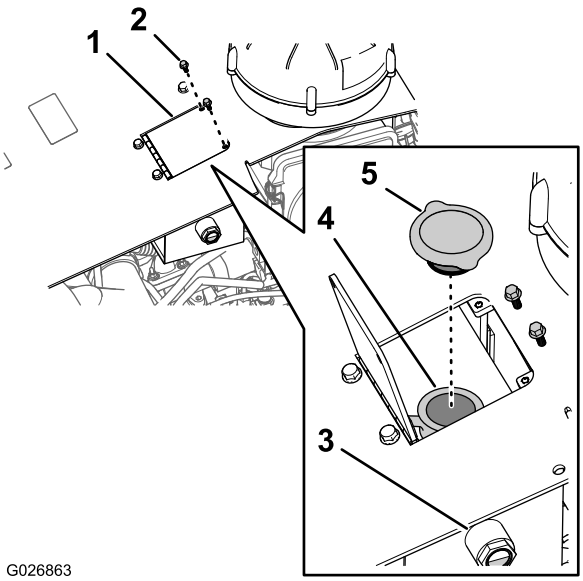
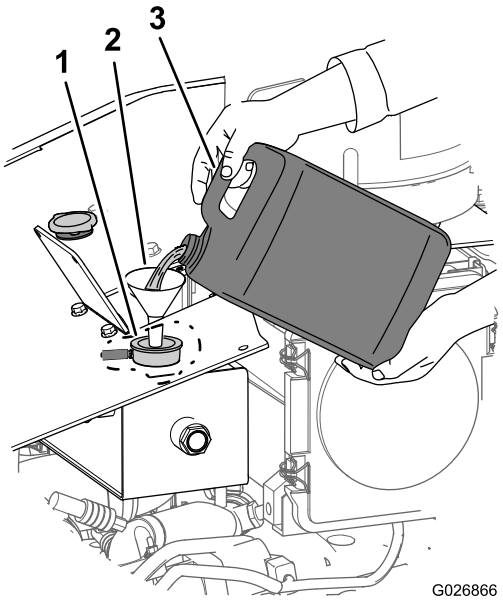

Figure 97
Figure 104
4. Check the coolant level by looking at the sight gauge in the side of the surge tank (Figure 97).
A. Remove the 2 hex-head bolts that secure the to the hood of the machine, and open the reservoir door (Figure 97).
B. Remove the recovery-tank cap from the recovery tank, and add coolant until the level is up to the midpoint of the sight gauge (Figure 97).
2. Remove the 2 hex-head bolts that secure the reservoir door to the hood and open the door (Figure 97).
3. Remove the recovery-tank cap from the tank (Figure 97).
1. Remove the radiator cap from the recovery tank (Figure 97).
2. Fill the cooling system with the specified coolant mixture (Figure 104) until the fluid level is up to the midpoint in the sight gauge (Figure 97).
3. Install the recovery-tank cap (Figure 97).